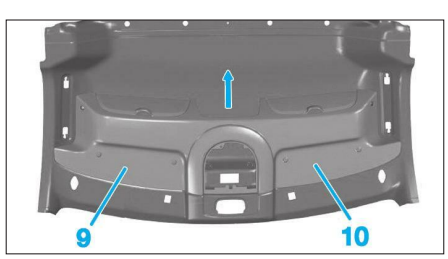

**Fig. 43**
• Dégrafer la capucine (9) suivant la flèche **(Fig.43)**.
• Déposer la garniture de pavillon (10).